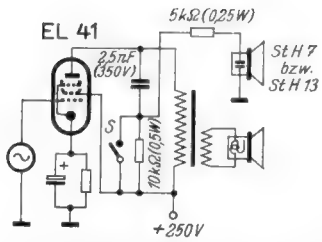
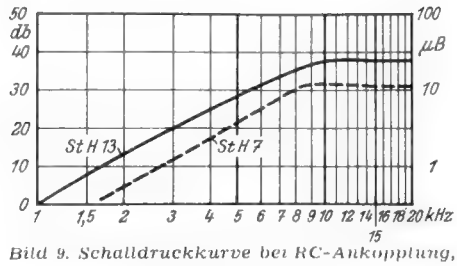

Bild 8. RC-Ankopplung der statischen Lautsprecher von Isophon
Bild 9. Schalldruckkurve bei RC-Ankopplung, Mikrofonabstand 1 m
b. **RC-Kopplung (Bild 8):** Das ist die einfachere Art des Anschlusses. Hier liegen 2,5 nF und 10 kΩ in Serie über der Primärseite des Ausgangsübertragers. Zwischen beiden Schaltelementen werden die Spannungen für das statische System abgenommen: der Kondensator übermittelt die Sprechwechselspannung und der Widerstand die Polarisationsgleichspannung. Der Serienwiderstand von 5 kΩ ist lediglich ein Schutzwiderstand. Auch hier kann mit Schalter S die Abschaltung vorgenommen werden. **Bild 9** läßt den flachen Anstieg der Schalldruckkurve und den geringeren Schalldruck zwischen 7 und 10 kHz erkennen, bedingt durch den nur langsam abnehmenden Wechselstromwiderstand des Kondensators 2,5 nF gegenüber hohen Tonfrequenzen.